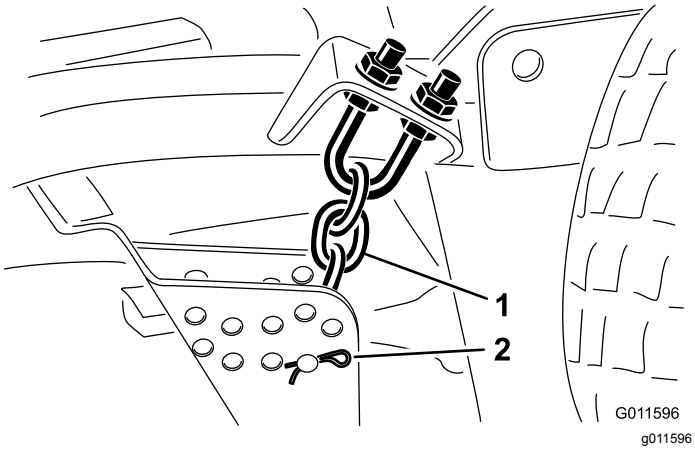

Figuur 22
9. Verwijder de R-pen en de gaffelpen waarmee de maaihoogtekettingen zijn bevestigd aan de achterkant van het maaidek (Figuur 22).